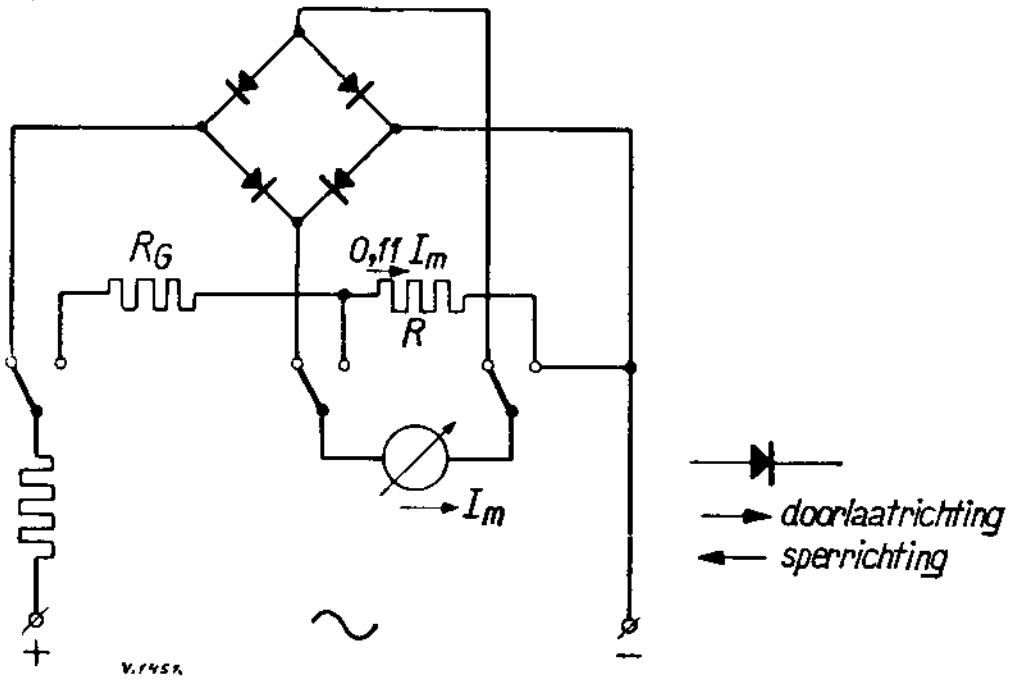

Fig. 3
b. dezelfde weerstanden zowel voor wissel- als gelijkspanning. Bij wisselspanning is de stroom door de voorschakelweerstand 1,11 × de meterstroom (vormfactor $= \frac{I_{eff.}}{I_{gem.}} = 1{,}11$). Kiezen we dus eerst de voorschakelweerstanden voor de wisselspanningsbereiken, dan zijn deze voor gelijkspanning 1,11 te klein. Dit kan in orde gemaakt worden door bij gelijkspanning de meter te shunten met een weerstand, die 11% van de meterstroom opneemt. Bovendien moet bij gelijkspanningsmeting een vervangingsweerstand voor de cel worden aangebracht (ca 600 Ω) zoals in fig. 3. De celvervangingsweerstand R_G wordt doorlopen door een stroom, die 11% groter is dan de meterstroom I_m. Het is ook mogelijk een stroomcorrectieweerstand R aan te brengen over de meter + R_G, waarbij dan R_G 11% groter moet zijn.